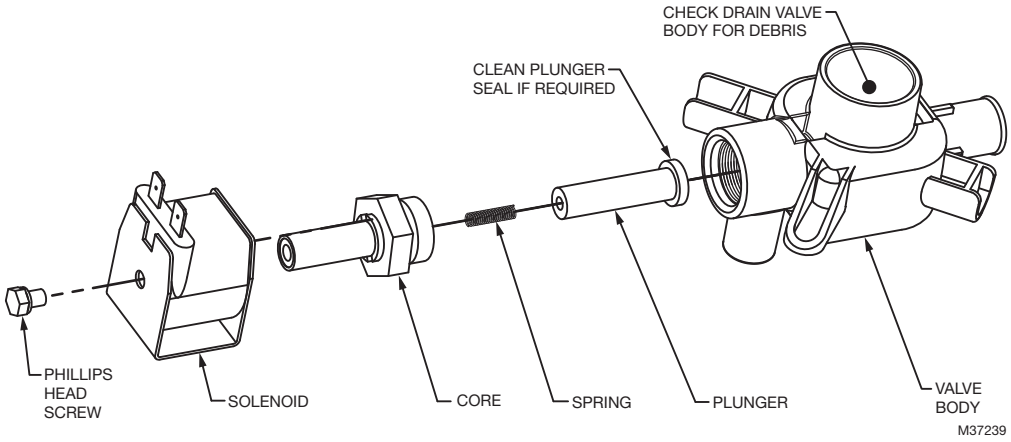

Fig. 31. Drain valve components.
4. On a work bench or suitable work area, first remove the solenoid from the drain valve using a Phillips screwdriver. See Fig. 31.